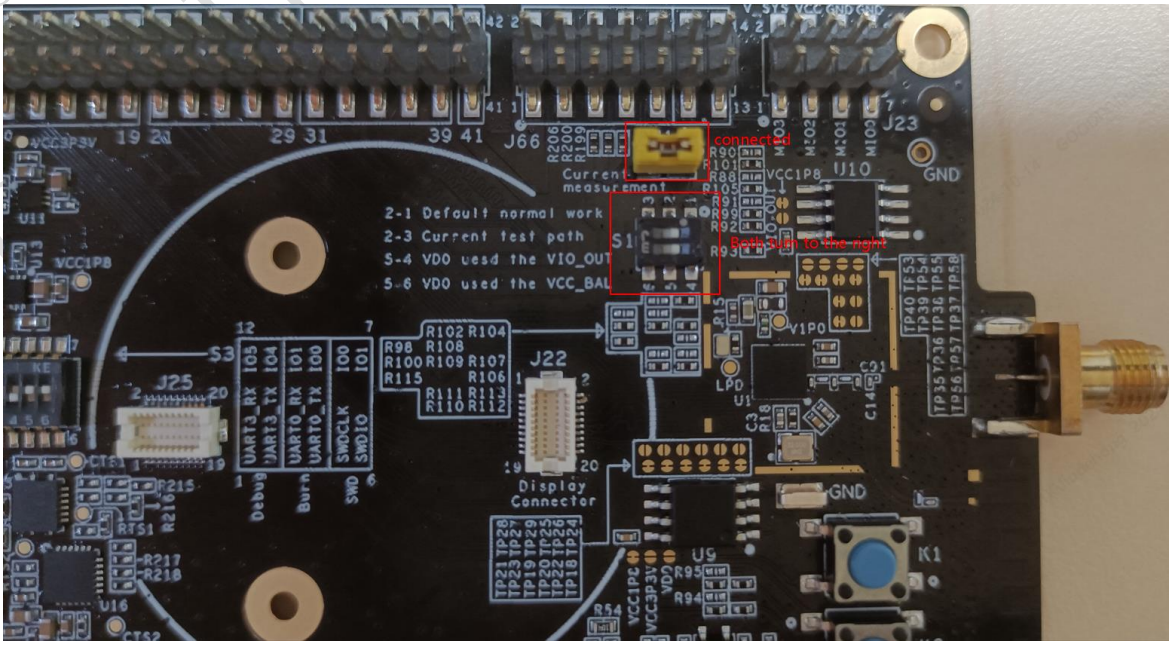

Figure 2-2 Connect SK Board to Adapter Board
1. Check the power DIP switch settings of the SK Board (see Figure 2-2);
2. Connect the GH3036/GH3038 sensor board to the adapter board, and then connect the adapter board to the SK board (see Figure 2-2).